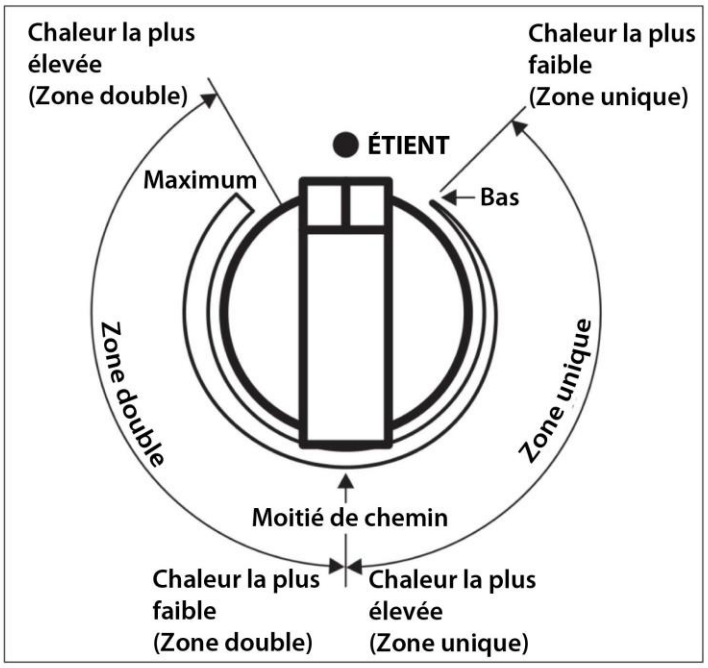

Figure 11
1. Tournez le bouton de contrôle à la position désirée (basse à élevée). (Voir la figure 11)